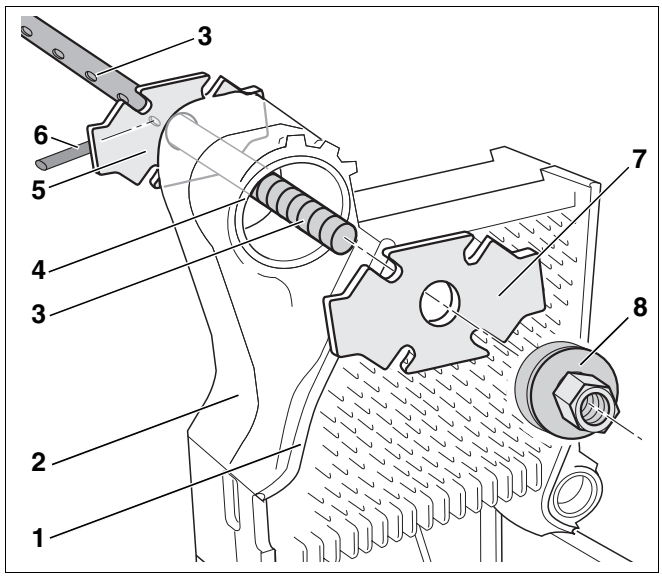
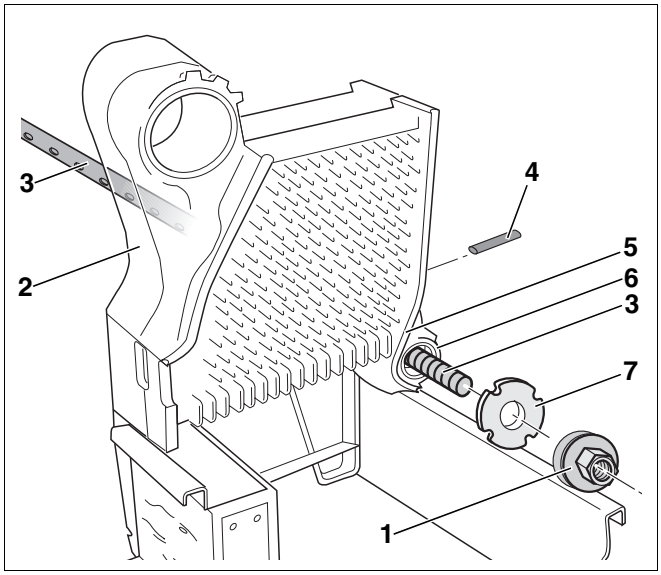
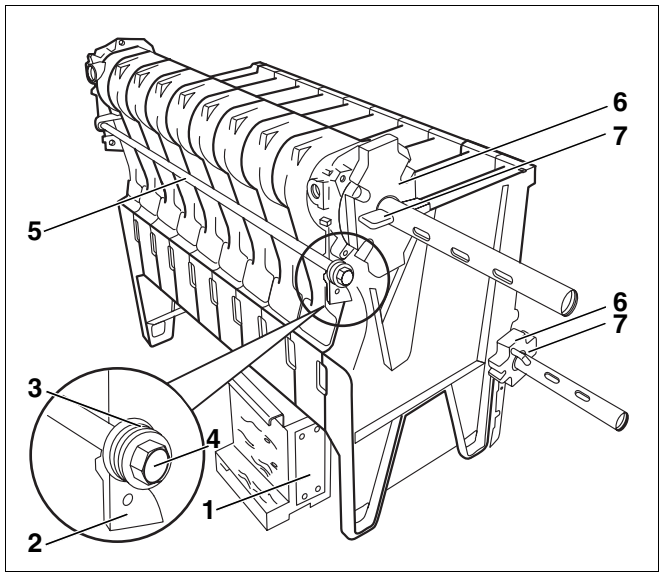

Afb. 16 Bovenste ketelnaaf
Afb. 17 Onderste ketelnaaf
Afb. 19 Ankerstangen monteren – volgorde van de schotelveren
- Schuif telkens een trekstang (afb. 16 en afb. 17, **pos. 3**) door de bovenste en de onderste ketelnaaf (afb. 16, **pos. 4** en afb. 17, **pos. 6**) van het gedeeltelijke ketelblok.
Als de bijkomende flens (afb. 16, **pos. 7**) zich bij het samentrekken op de afdichtinggroef van het middenelement (afb. 16, **pos. 1**) bevindt, kan dat leiden tot ondichtheden.
- Zorg ervoor, dat de bijkomende flens (afb. 16, **pos. 7**) vlak op de ketelnaaf ligt.
- Schuif de bijkomende flens (afb. 16, **pos. 7**) op de trekstang (afb. 16, **pos. 3**) van de bovenste ketelnaaf (afb. 16, **pos. 4**).
- Schuif de tegenflens (afb. 16, **pos. 5**) op de trekstang (afb. 16, **pos. 3**) van de bovenste ketelnaaf (afb. 16, **pos. 4**) en beveilig ze met de bijhorende spie (afb. 16, **pos. 6**) (vgl. afb. 19, pagina 21).
- Draai het trekgereedschap (afb. 16, **pos. 8**) op de draadboringen van de trekstang (afb. 16, **pos. 3**).
- Schuif de bijkomende flens (afb. 17, **pos. 7**) op de trekstangen (afb. 17, **pos. 3**) (onderste ketelnaaf – afb. 17, **pos. 6**).
- Schuif de tegenflens op de onderste ketelnaaf (afb. 17, **pos. 6**) en beveilig ze met de bijhorende spie (afb. 17, **pos. 4**) (vgl. afb. 19, pagina 21).
- Draai het trekgereedschap (afb. 17, **pos. 1**) op de draadboringen van de trekstang (afb. 17, **pos. 3**).
- Verdeel de schotelveren (afb. 19, **pos. 3**) gelijkmatig.
- Plaats de ankerstangen (afb. 19, **pos. 5**) met de schotelveren (afb. 19, **pos. 3**) in de gietijzeren nok (afb. 19, **pos. 2**).
- Draai de moeren (afb. 19, **pos. 4**) manueel op de draad van de ankerstangen (afb. 19, **pos. 5**), zodat de vlakken van de schotelveren tegen de gietijzeren nok liggen.
- Draai vervolgens de moeren (afb. 19, **pos. 4**) links en rechts op de ankerstangen (afb. 19, **pos. 5**) 1 tot 1½ slagen aan (M10: 15 Nm; M16: 25 Nm).
- Montagehulp (afb. 19, **pos. 1**, pagina 21) verwijderen.